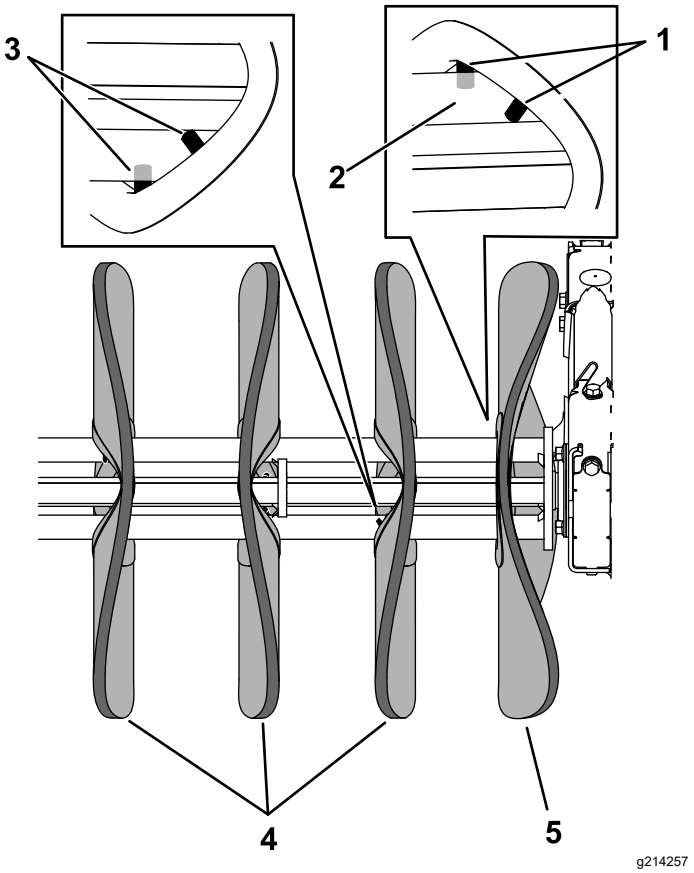

Figure 26
12. With the bristles curved toward the center of the broom, slide the new center brush onto the axle so that the prongs straddle 1 of the rods (Figure 26).
13. Slide a brush onto the axle so that the prongs straddle an adjacent rod and curve away from the center brush (Figure 26).
14. Slide the next brush onto the axle, with the brush rotated so that the pins straddle the third rod and the curves are opposite to the previous brush (Figure 26).